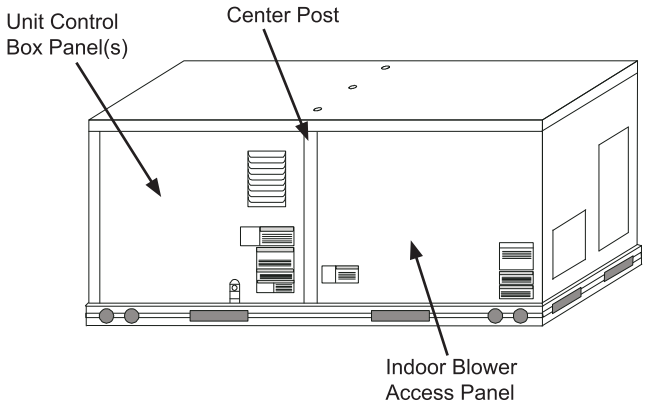

Figure 10 - Typical Indoor Fan Motor Access Panel Locations
Step 14: Remove the indoor blower access panel and the panel(s) covering the unit control box. See Figure 10.
Step 36: After powering controller, program the Jade W7220 controller per the instructions to follow. See Table 8 for summarized controller set up instructions. After all settings have been made, re-install the unit control box panel. See Figure 10.